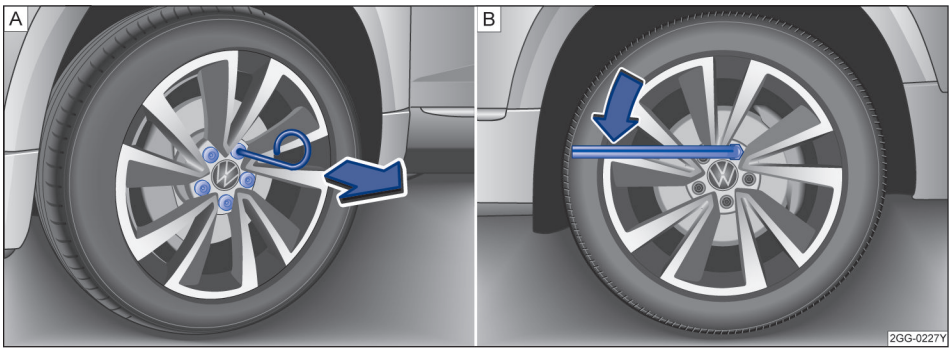

图 215 （A）从车轮螺栓上拔下盖罩，（B）更换车轮：松开车轮螺栓
– 将钢丝钩穿过开口插入盖罩内→图 215（A）或→图 215（A），然后沿箭头方向将其拔下。
– 将**车轮扳手**套到车轮螺栓上，然后推到限位位置→图 215（B）或→图 215（B）。